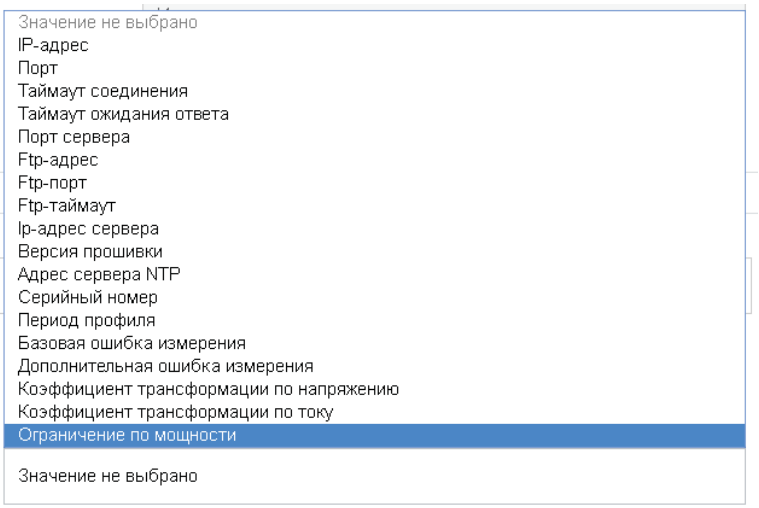

Рис. 94. Задание значения параметра устройства
- Значение параметра – необходимо указать параметр устройства из выпадающего списка, см. Рис. 94.